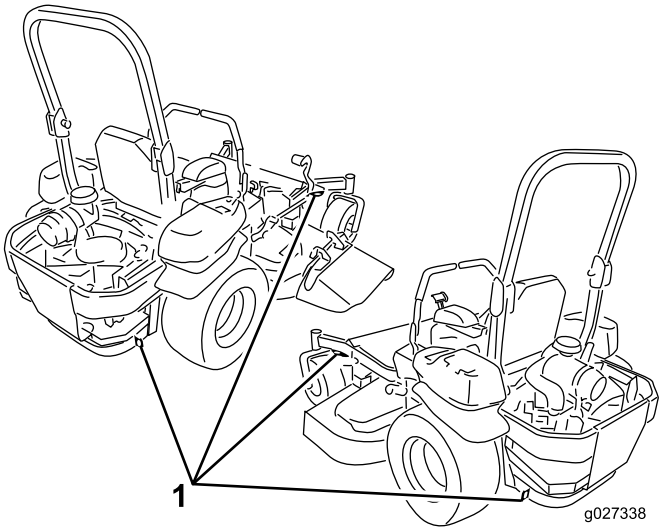

Figur 38
5. Bruk metallbindeløkkene på maskinen for å feste maskinen sikkert til tilhengeren eller lastebilen med remmer, kjettinger, vaier eller tau (Figur 38).